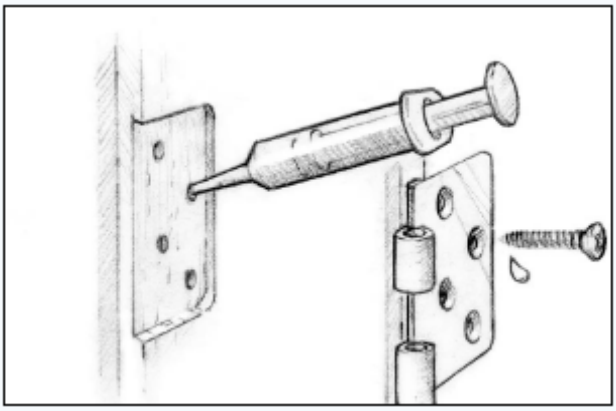

Рис. 15. Пропитайте стандартное направляющее отверстие и вкрутите шуруп
1. Пропитайте направляющее отверстие стандартного размера и введите смесь смолы/отвердителя с помощью шприца *(Рисунок 15)*. Загустите второй слой эпоксидной смолы, насколько это необходимо, для отверстий увеличенного диаметра.